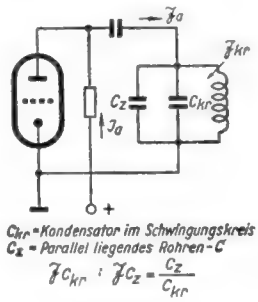

*Bild 23.*
**Beispiel** (Bild 23): Der Strom im Schwingungskreis $\mathfrak{J}_{kr}$ ist $\varrho$ mal größer als der aus der Oszillatorröhre herausfließende Anodenwechselstrom $\mathfrak{J}_a$. Bei einem voll ausgesteuerten A-Verstärker ist $\mathfrak{J}_{a_{spitze}}$ gleich dem Anodengleichstrom $J_a$.